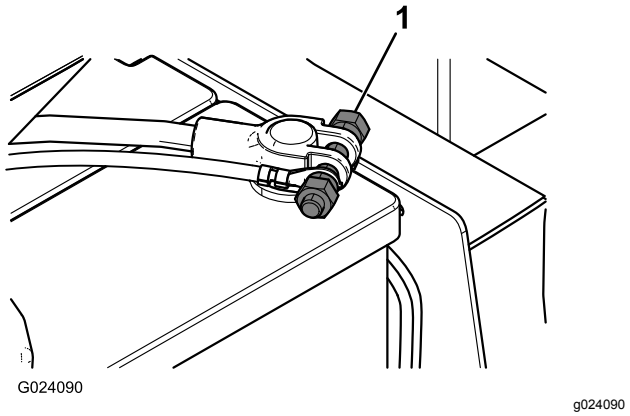

**Figur 18**
9. Fjern de eksisterende skruer fra batteripolerne og monter dobbeltmøtrikboltene (Figur 18).